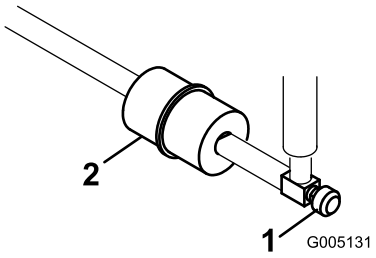

Figur 49
Det sitter ett inlinefilter i bränsleledningen mellan bränsletanken och förgasaren (Figur 49). Byt ut filtret var 800:e körtimme eller tidigare om bränsleflödet begränsas. Se till att pilen på filtret pekar bort från bränsletanken.
1. Stäng bränslekranen, lossa slangklämman på filtrets förgasarsida och ta bort bränsleledningen från filtret (Figur 49).
2. Sätt ett uppsamlingskärl under filtret, lossa den sista slangklämman och ta bort filtret (Figur 49).